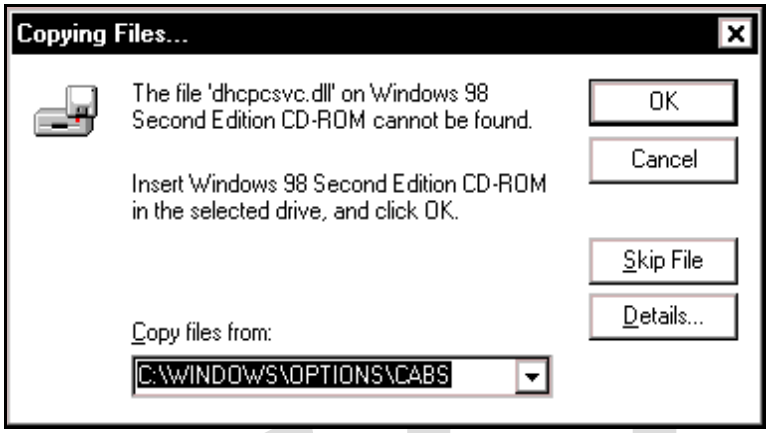
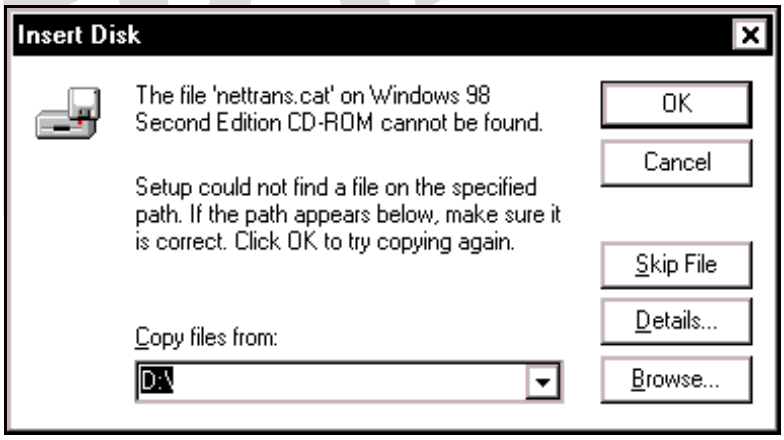

Figure 11. Windows 98 SE
Figure 12. Windows 98 SE
8. **Windows 98 SE**: Figure 11 may pop up, depending on how Windows 98 SE was installed on the computer. The installation of the Westell Gateway requires files that are supplied by Microsoft for Windows 98 SE. If Figure 12 pops up, insert the Windows 98 SE Operating System CD into the computers CD-ROM drive, wait a moment for the CD to be recognized by the system, and then click on **OK**. The system should find the required files on the Windows 98 SE CD-ROM and automatically complete the installation.
If the Operating System CD is not available, or if Figure 11 pops up again, you will have to manually specify the location of the files. The required files may be stored on your hard drive. A common location for these files is "C:\Windows\Options\Cabs." Try specifying this path or the path to your CD-ROM drive (usually "D:\") by clicking the **Browse…** button in the **Insert Disk** screen (Figure 12). When you have specified the correct path, click on **OK**. The system will begin copying the files.